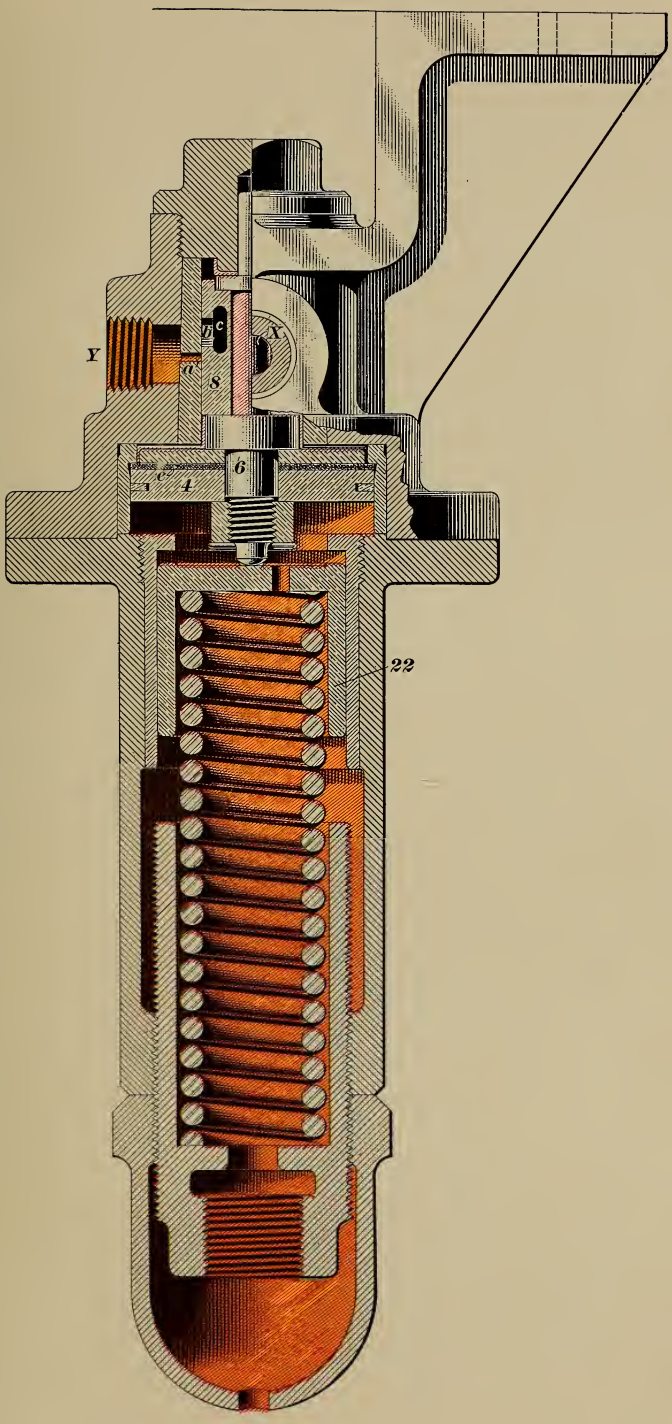

FIG. 10.
28. The latest form of the *high-speed* automatic reducing valve is shown in Fig. 10. This is an improvement on the valve just described, the changes, however, not being very great. In the old-style valve, Fig. 9, it will be noticed that the piston *4*, when in its normal position, is intended to make an air-tight joint with the bushing at *e*, the piston and bushing being